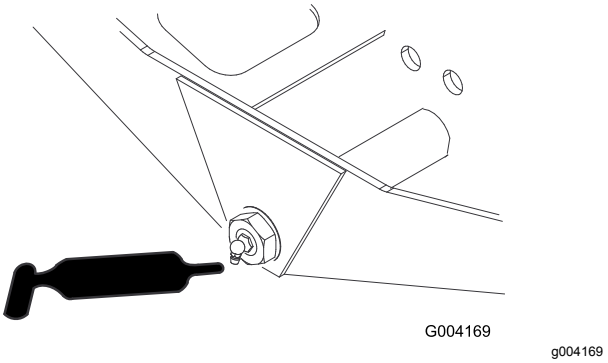

Figur 49
- Axelns styrtapp (1) (Figur 49)